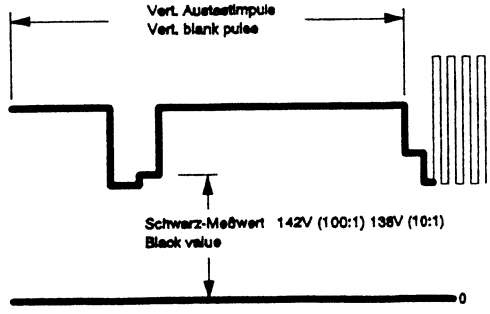

fig. 1
– Ajuster une valeur OSD de **048** (Chassis 5864 42 57/67), **052** (Chassis 5864 42 27) **rouge, 040 bleu, 040 vert** dans le **drive vert (OSD 9), le drive rouge (OSD 10)** et **le drive bleu (OSD 11)** au moyen de la touche Cursor «◀ (▶)». Ajusteur **R 540 G2** sur position centrale. Déterminer la valeur de noir maximale (balayage 100:1) aux cathodes du tube image (R, V, B) au moyen d'un oscilloscope. Ajuster cette valeur noir (fig. 1) sur **142 V ± 2 V** (mesurée contre la masse) au moyen de l'ajusteur **R 540 G2** sur tête de balayage 10:1 = 138 V ± 2 V.
– Regolare un valore di OSD di **048** (Chassis 5864 42 57/67), **052** (Chassis 5864 42 27) **rosso, 040 blue, 040 verde** di volta in volta nel **drive verde (OSD 9),** nel **drive rosso (OSD 10)** e nel **drive blu (OSD 11)** con il tasto «Cursor ◀ (▶)». Posizionare **R 540 G2** sulla posizione mediana. Tramite l'oscilloscopio, determinare il valore nero (fig. 1) del livello massimo del nero (sonda 100:1) sui catodi del cinescopio (R, V, B). Con il regolatore **R 540 G2**, registrare questo valore su **142 V ± 2 V** (misurato a massa). Con sonda 10:1 = 138 V ± 2 V.